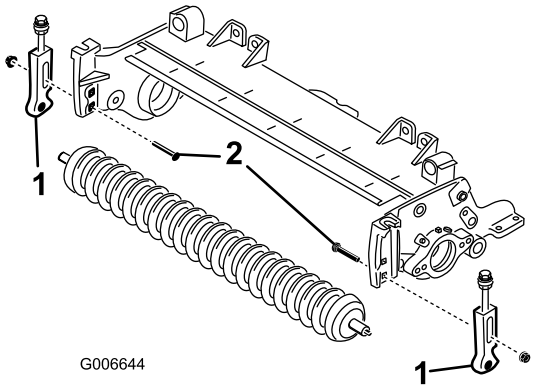

Figura 4
5. Togliete i bulloni a testa tonda e i dadi che fissano le staffe dell'altezza di taglio alle piastre laterali dell'apparato di taglio (Figura 4).
7. Togliete le staffe dell'altezza di taglio ed il rullo anteriore dalle piastre laterali dell'apparato di taglio (Figura 4).